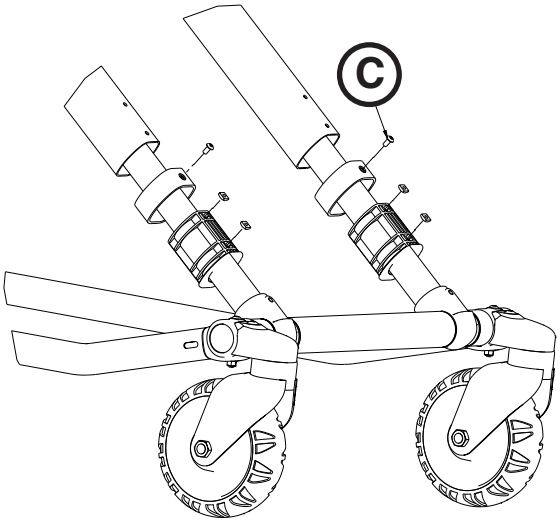

rys. 80
3. Za pomocą wkrętaka Torx T25 wykręcić dwie śruby z łbem półkolistym (C) zabezpieczające łożysko rury (rys. 80).
2. Za pomocą wkrętaka Torx T25 wykręcić dwie śruby z łbem półkolistym zabezpieczające łożysko rury (patrz rys. 80 na stronie 11-72).